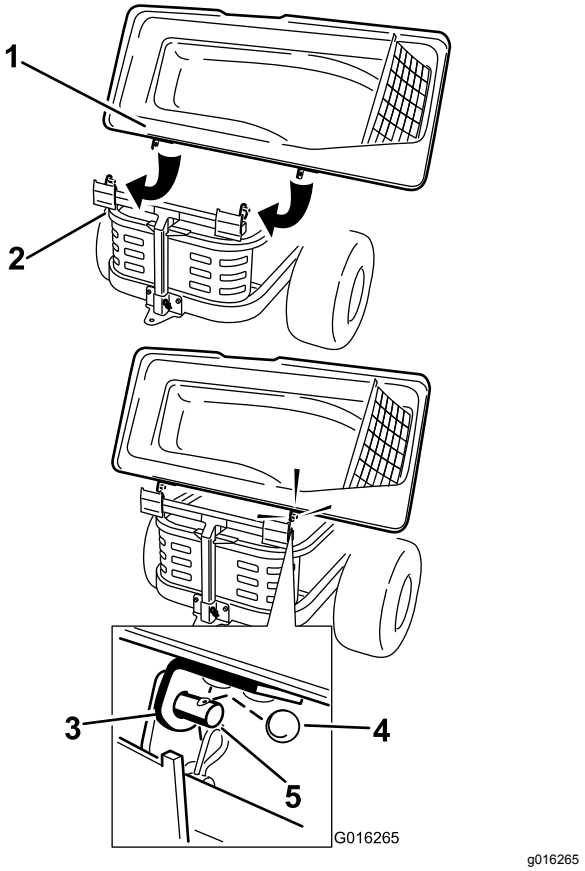

Figur 20
2. Skub beslagene over skruerne i opsamlerstellet, og monter den runde låseclips i hullet i skruen på højre side (Figur 20).